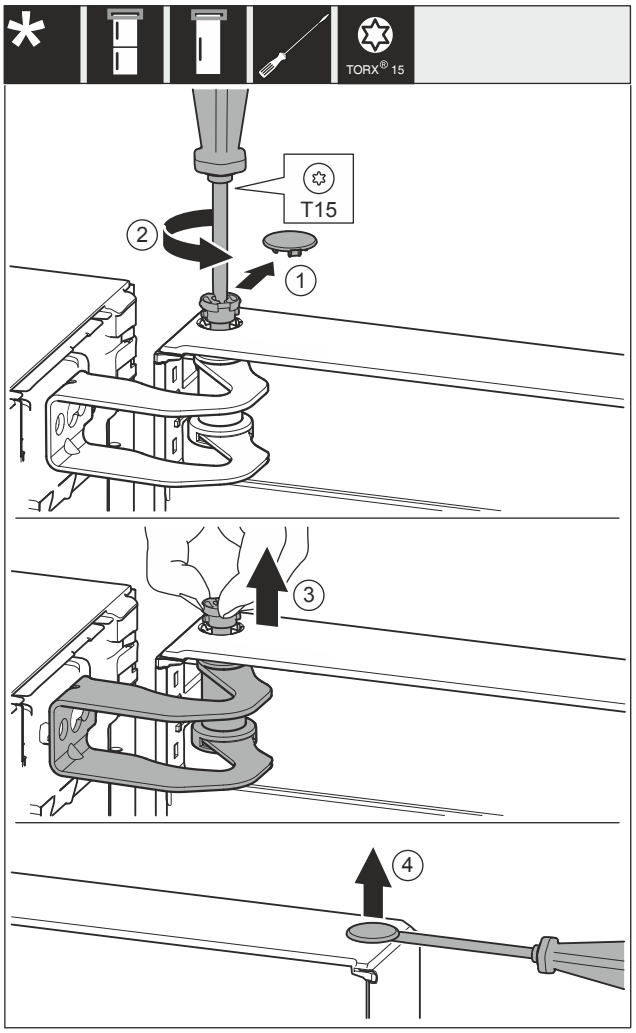

Fig. 12
▶ Carefully remove the cover *Fig. 12 (1)*.
▶ Use screwdriver to loosen the bolts *Fig. 12 (2)* a little.
▶ Pull out the bolt *Fig. 12 (3)* with your fingers.
▶ Carefully lift and remove the cover *Fig. 12 (4)* with a screwdriver.